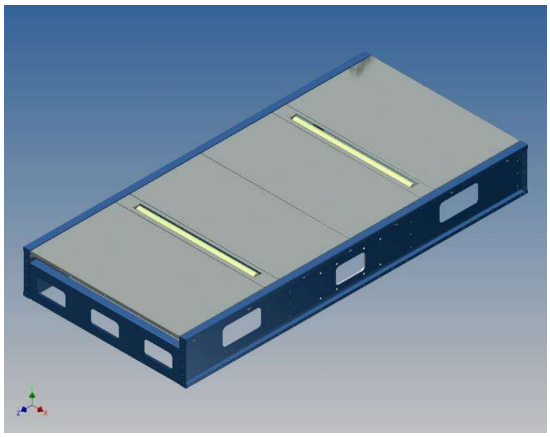
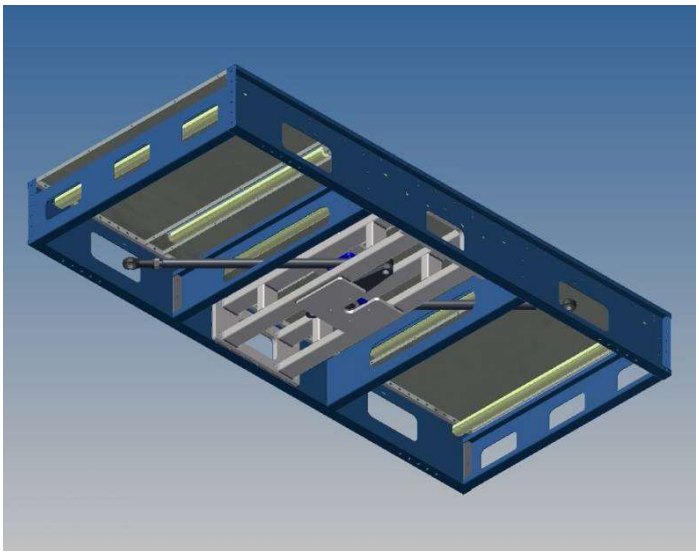

Figura 76: modulo intermedio per deviatore veloce.
Figura 81: modulo intermedio con parte del dispositivo di rotazione montato.
- un modulo intermedio dedicato facente parte del nastro trasportatore sul quale il deviatore è installato (v. Figura 76);
- il modulo intermedio per nastro trasportatore mostrato in Figura 76: la sua funzione è quella di sostenere parte del dispositivo che si occupa della rotazione contemporanea dei due deviatori orizzontali; in Figura 81 è visibile il modulo visto da sotto con alcune parti del dispositivo di movimentazione montate a bordo;
2. un **supporto interno** sul quale vengono installati i manovellismi di collegamento tra i due deviatori (parzialmente visibili in Figura 81) per la loro movimentazione;